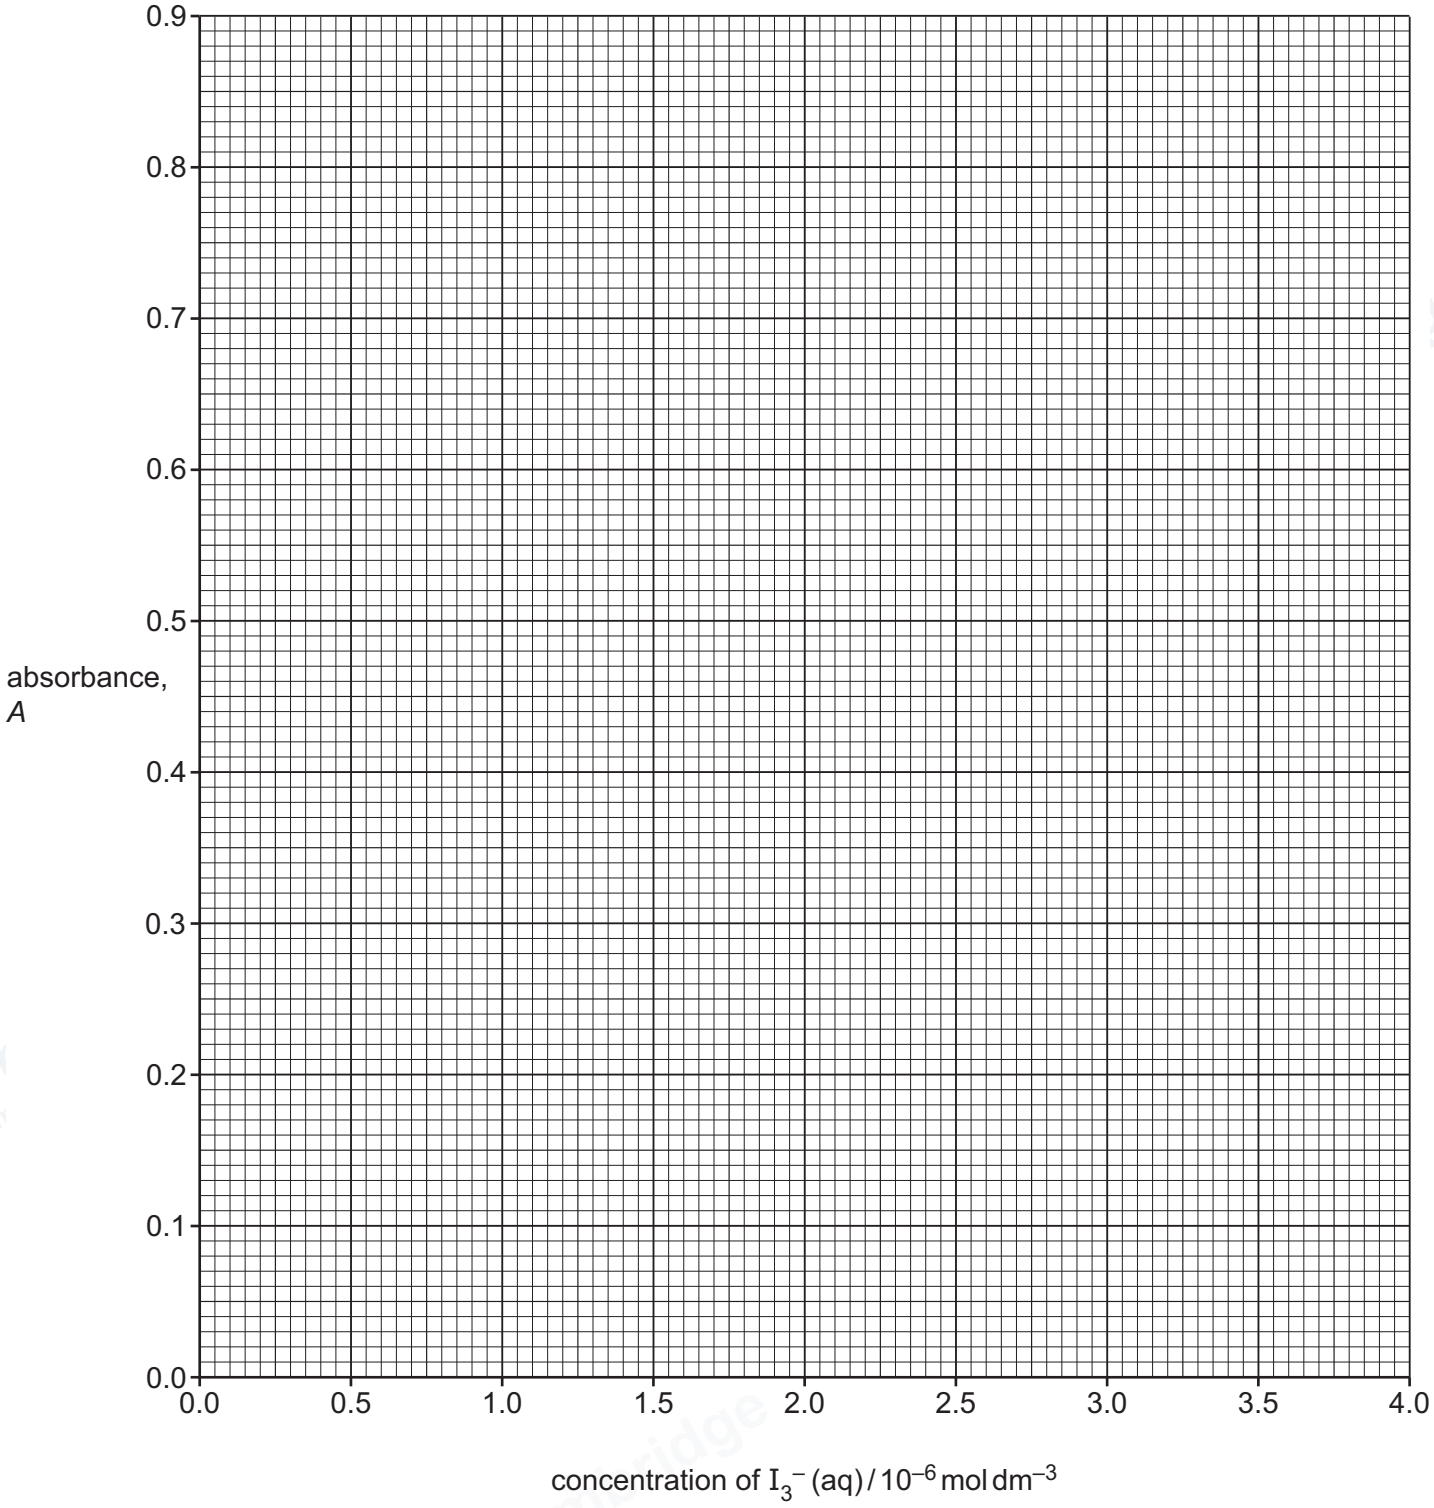

**Figure 2.2**
**(iv)** Use the results from Table 2.1 to plot a graph on the grid in Figure 2.2 to show the relationship between absorbance, $A$, and the concentration of $I_3^-$(aq). Use a cross (×) to plot each data point. Draw a line of best fit. [2]
**(v)** Circle the most anomalous point on the graph in Figure 2.2.
Use this information and your graph in Figure 2.2 to find the concentration, in mol dm$^{-3}$, of $I_3^-$(aq).